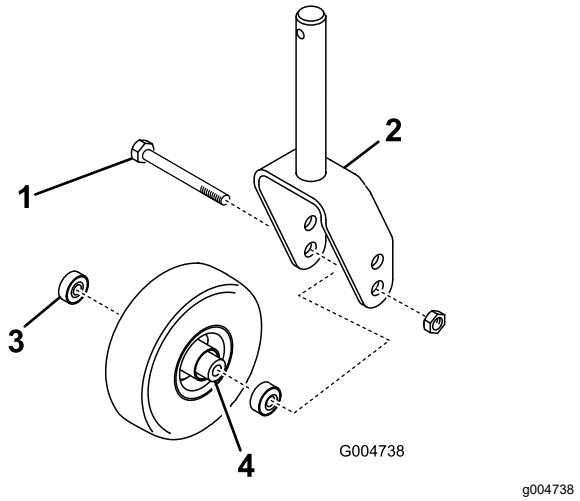

**Figuur 141**
1. Verwijder de borgmoer van de bout waarmee het zwenkwiel is bevestigd in de zwenkwielvork of in de draaiarm van het zwenkwiel (Figuur 141).
2. Pak het zwenkwiel vast en schuif de bout uit de vork of draaiarm (Figuur 141).
3. Verwijder het lager uit de wielnaaf en laat het lager eruit vallen (Figuur 141).
4. Verwijder het lager vanaf de andere kant van de wielnaaf (Figuur 141).